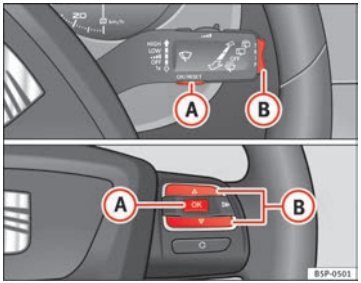

Fig. 43 Tasto A e B. Comandi sul volante
Con l'indicatore multifunzioni (MFA) si possono visualizzare numerosi dati. Per far scorrere le varie schermate (che si riferiscono alle funzioni elencate qui di seguito) si deve agire sul pulsante ⇒ fig. 43 (B) che si trova sulla leva del tergicristallo.